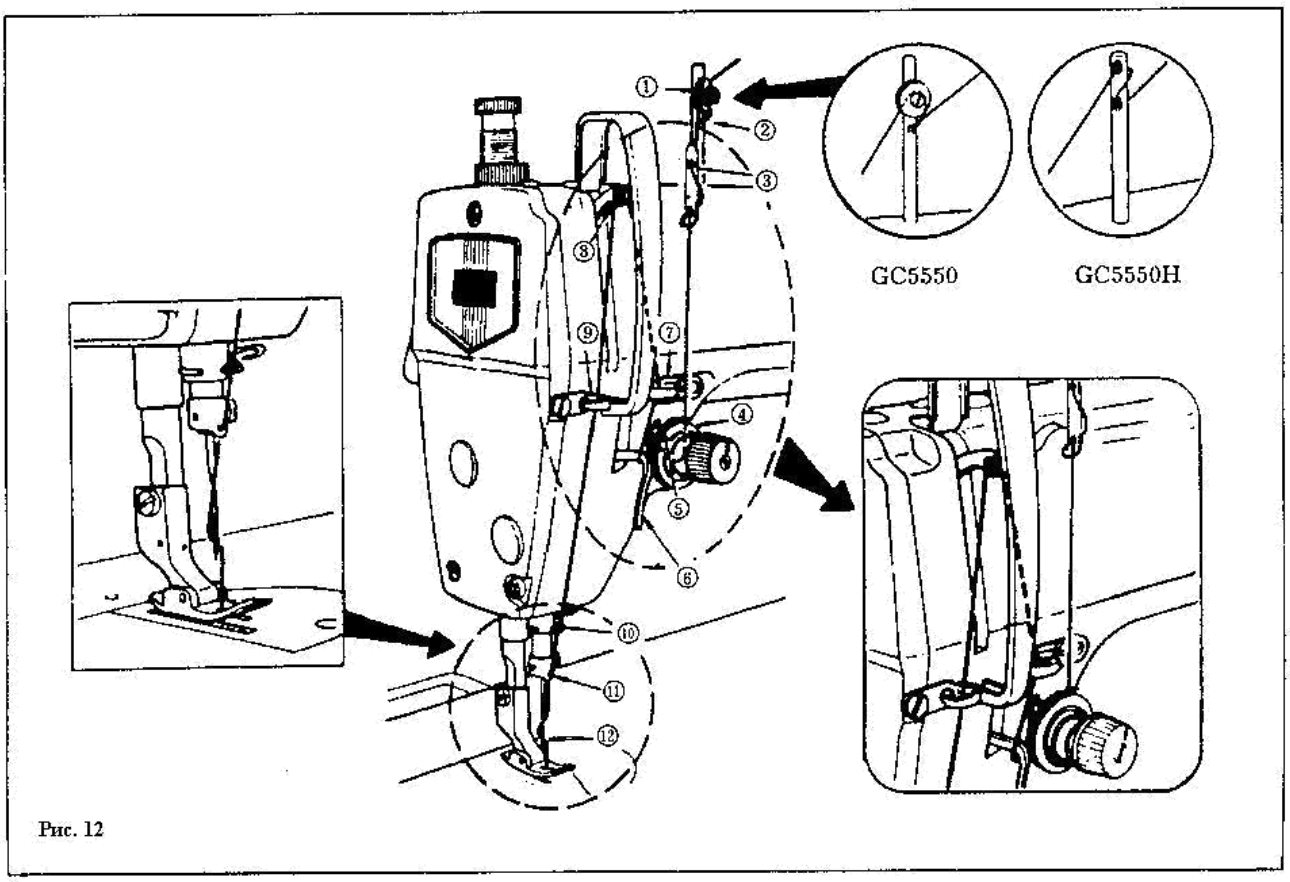

Рис. 12
6. ЗАПРАВКА НИТКИ НА ГОЛОВКЕ МАШИНЫ (Рис. 12)